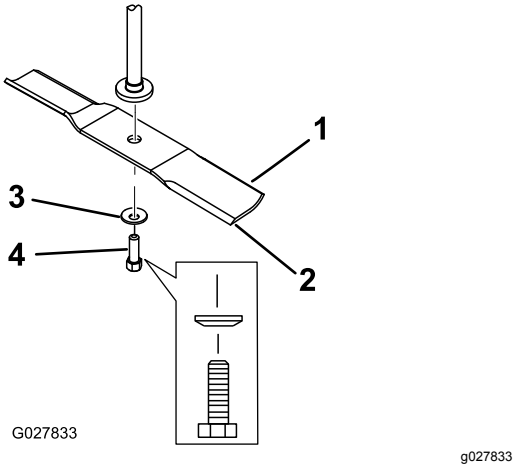

**Figur 56**
2. Fjern skæreknivsbolten, den buede spændeskive og skærekniven fra spindelakslen (Figur 56).
1. Monter skærekniven på spindelakslen (Figur 56).
2. Monter den buede skive (med den buede side mod skærekniven) samt knivbolten (Figur 56).